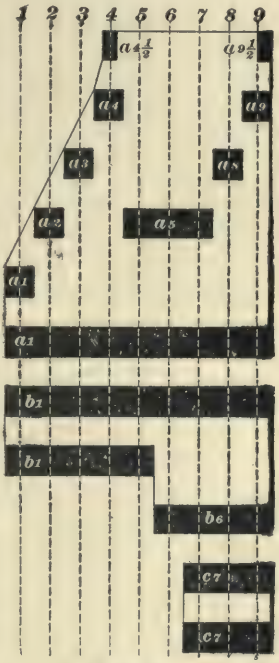

FIG. 13.
**17. Power Drum.**—Fig. 13 is a diagram of the type S power drum; the vertical dotted lines show the several positions passed through in the drum's course from the off-position to the last position in multiple. All the positions, however, are not notches. There are three castings on the type S power drum; each casting has several rings or tips. All the tips marked *a* in the figure belong to the *a* casting, and are connected together through the body of the casting. All the *b* tips are connected together, and also all the *c* tips; but the separate castings do not come in contact with each other until the power drum is turned to one of the on-positions, when the separate castings then come in connection through the internal and external wiring of the controller,
In Fig. 13, the tips are so numbered as to show the position in which they come into action. $a_1$, $a_1$, $b_1$, $b_1$ go into action on the first notch; $a_5$ and $a_7$ tips go into action on the fifth and seventh positions, respectively. The blow-out coil cut-out tips are given the half numbers, because they have no position of their own.
When the power drum is thrown to the off-position, the circuit is broken in only four places: the $R_1$, $T_1$, $F_1$, and $D$ fingers. This is quite different from the earlier types of Walker controller, in some of which the current was broken in as many as twenty-eight places at once, and it shows that there is little doubt as to the effectiveness of the solenoid in blowing out the arc. The numbers at the top of the drawing show the positions of the power drum, all of which positions, however, are not notches. There are also two positions that are not numbered, but will be readily seen, when we trace out the path of the current on the several positions. The letters and numbers on the power drum are the same as those of Fig. 13.